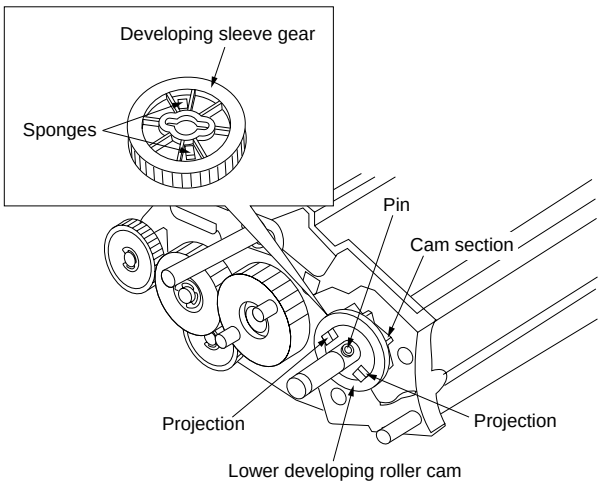

Figure 3-3-80
* When refitting, check that the projection of the lower developing cam must be firmly into the groove with sponge inside of the developing sleeve gear. (see figure 3-3-80)